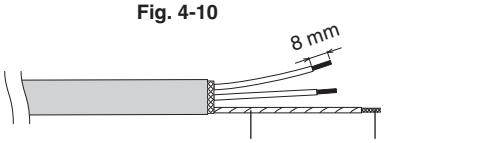

Fig. 4-11
(3) Retire la cubierta del cable de señal. (Fig. 4-11)